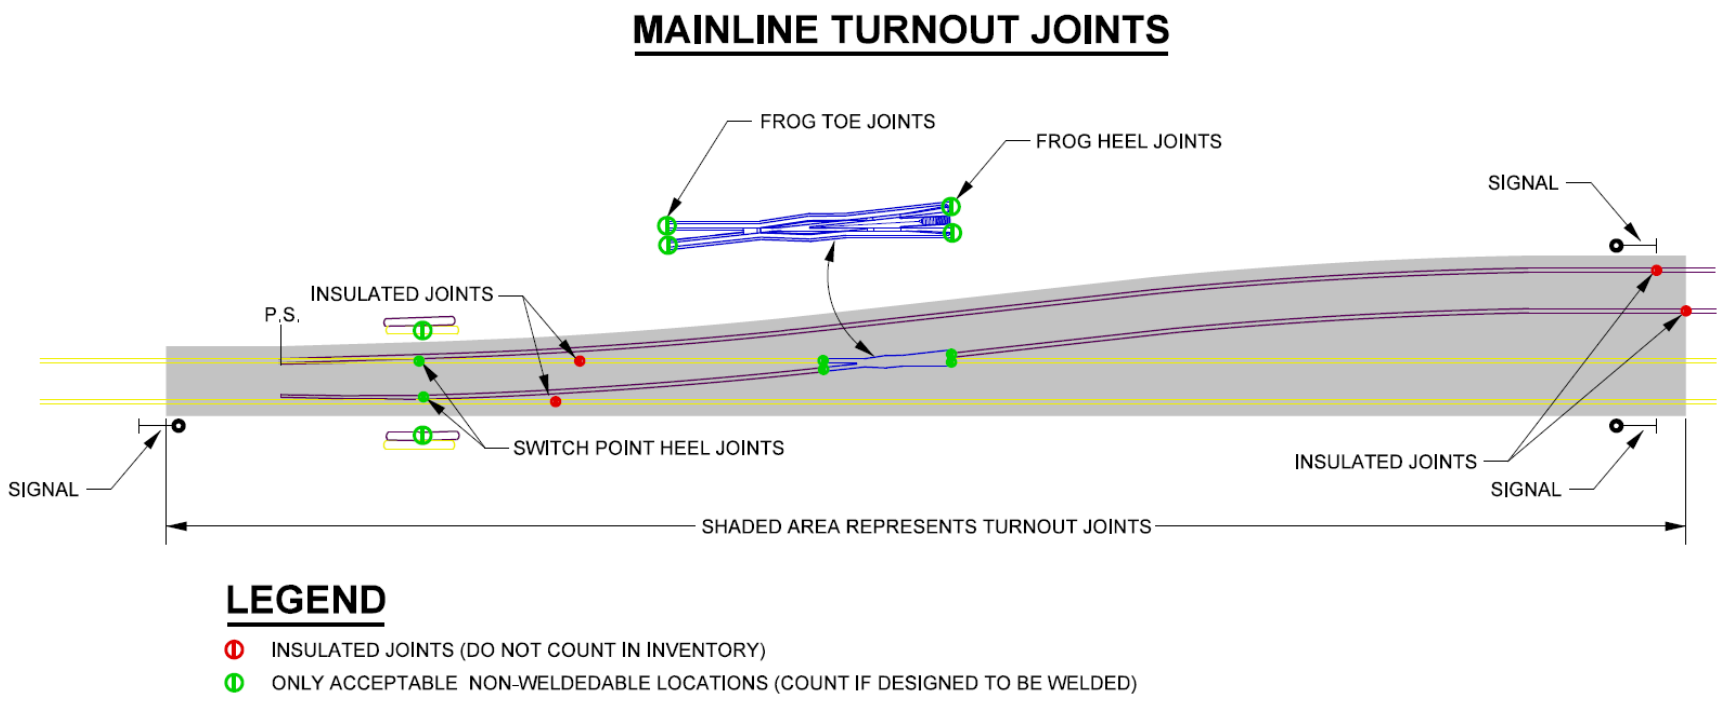

Figure 4-N-1
3. **Turnout Joint(s)** – Any weldable joint, other than frog joints, in the **Turnout Side** of any mainline switch associated with a Main Track Junction, Mainline Connection (any powered turnout connecting track that connects to any mainline tracks), Mainline Siding or Mainline Crossover. See Figure 4-N-1. **(NOTE: Don't count turnout side on Industry, Yard, Setout, or other none mainline tracks). (Turnout Joints that are within 500 feet of a bridge should be included in the Bridge Joint Category).**